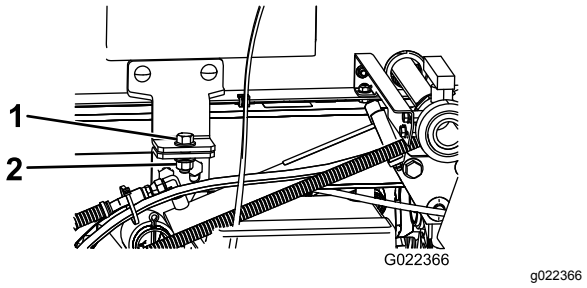

**Figur 41**
4. Fjern sikkerhedsboltene foran på platformen (Figur 41).